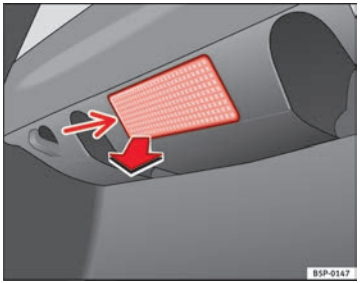

Fig. 195 Luggage compartment light
– Extract the bulb by pressing on its inside edge -arrow- using the flat side of a screwdriver ⇒ Fig. 195. ▶